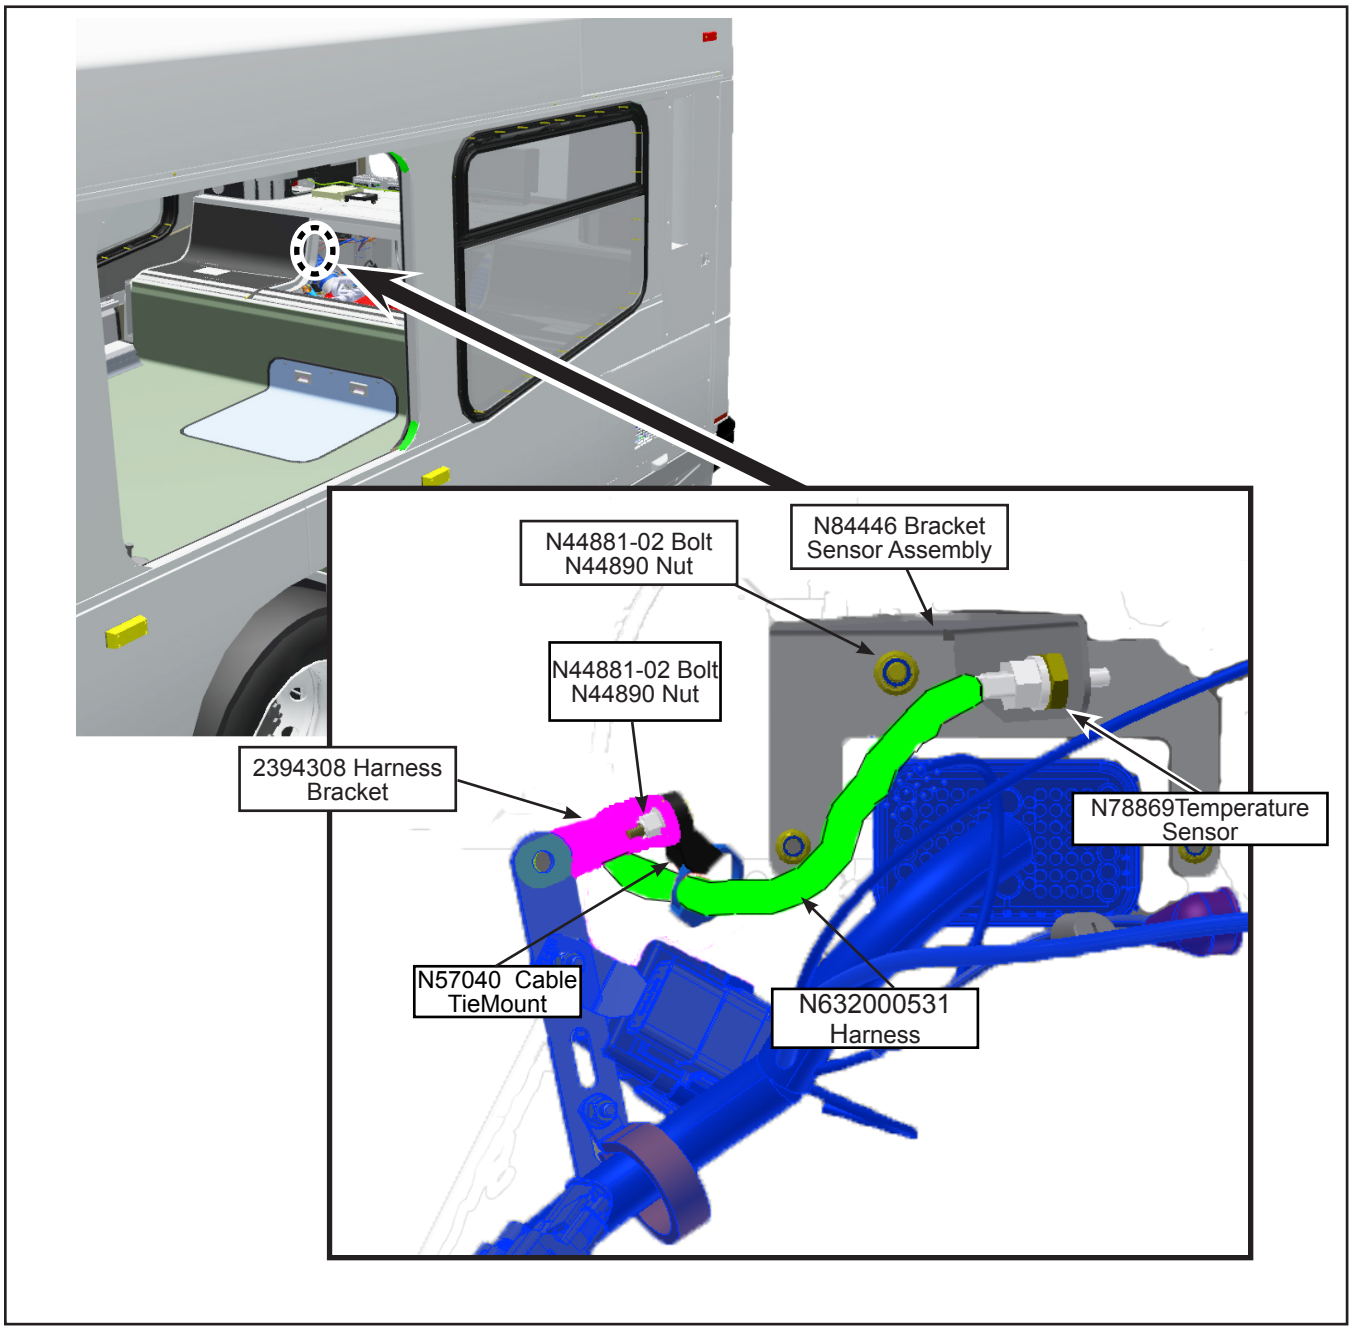
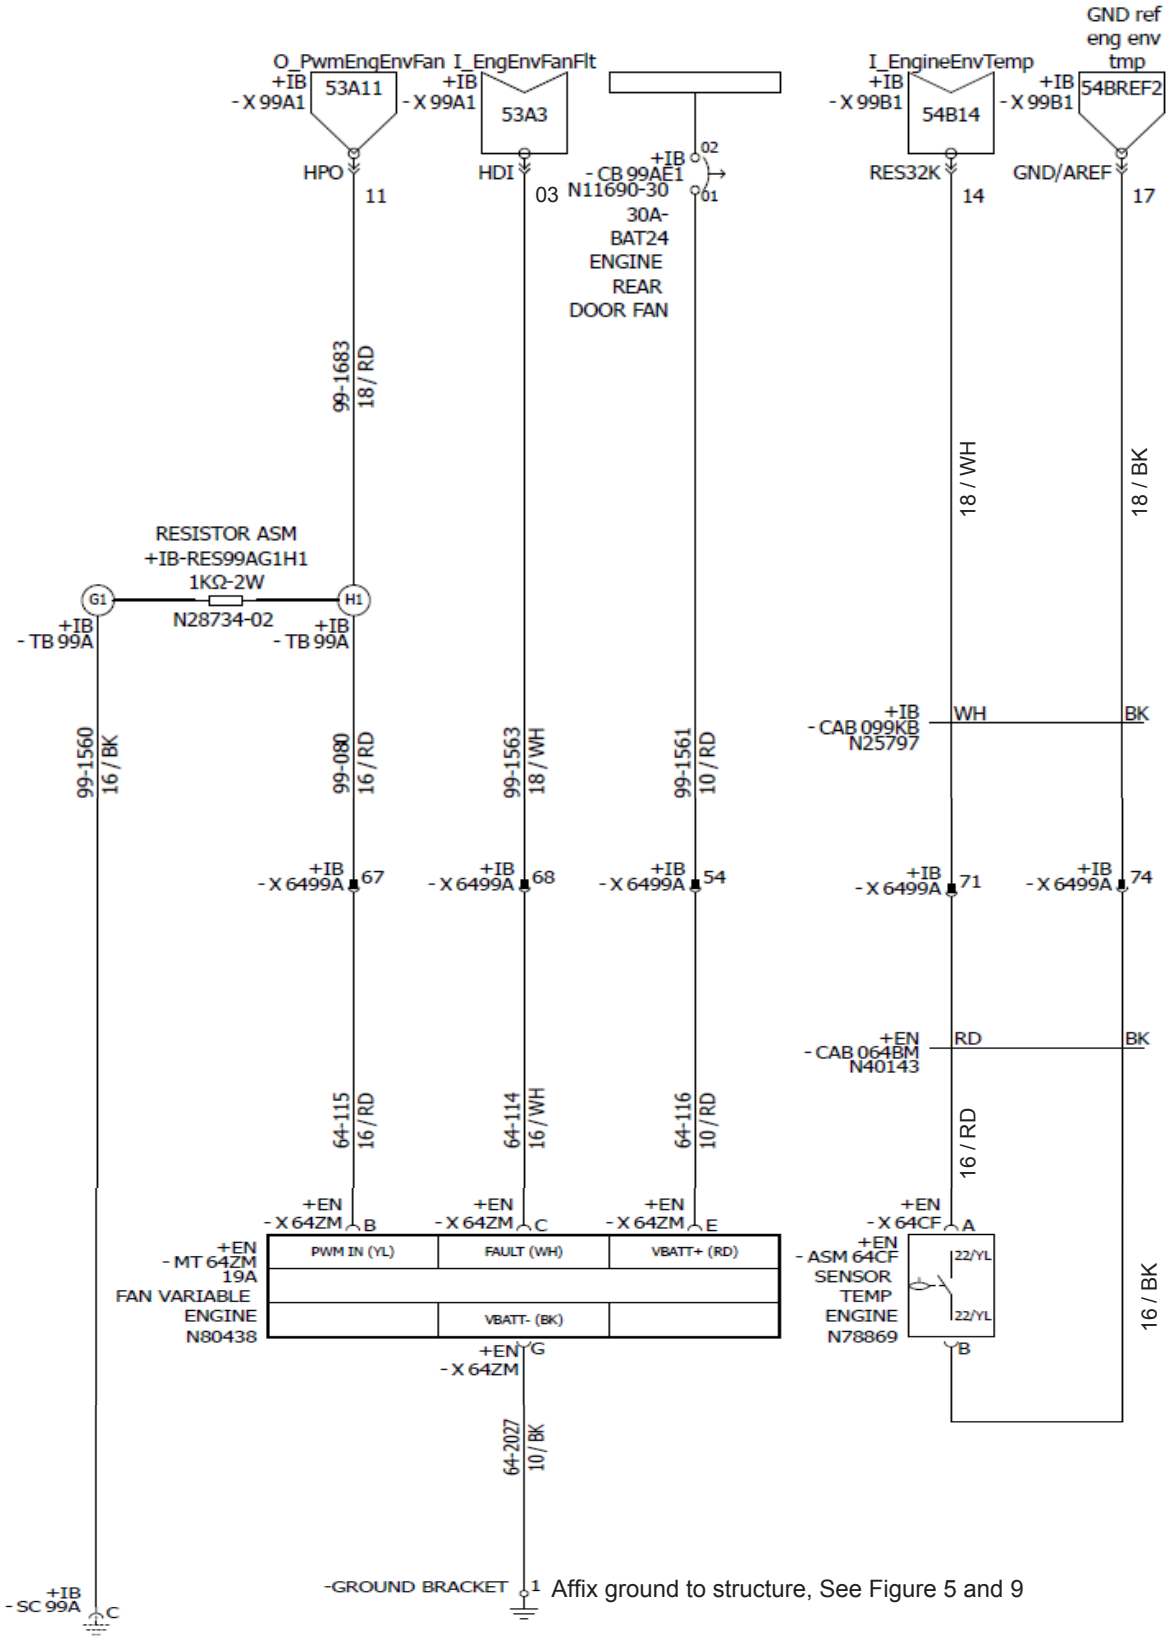

Figure 7 - Install and Connect Temperature Sensor
Figure 8 - Electrical Diagram
1.18. Install the N57040 cable tie mount onto the 2394308 harness bracket with an N44881-02 bolt and N44890 nut. See Figure 7.
1.19. Use the rear seat hatch to access the engine compartment. Install the 2394308 harness bracket with existing hardware. See Figure 7.
1.21. Connect the heat sensor to the harness as indicated in the electrical wiring diagram. See Figure 8. Install the sensor. See Figure 7.
1.22. Install harness as shown in the electrical wiring diagram. See Figure 8.